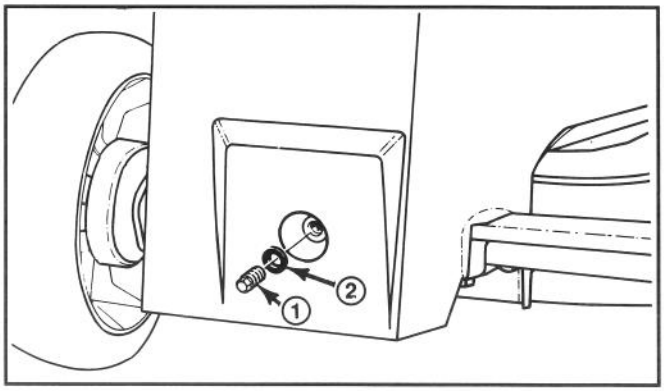

**Abbildung 29**
**5.** Greifen Sie zwischen die Deckplatte und das Getriebegehäuse und reinigen Sie um den Getriebestopfen und die Dichtung (Abb. 29). Entfernen Sie Stopfen und Dichtung. Achten Sie auf Öl das heraustropft. Tropft Öl heraus, bringen Sie den Stopfen und die Dichtung schnell wieder an, da der Ölstand korrekt ist. Wenn nicht, geben Sie Getriebeöl zu: siehe Schritt 6.